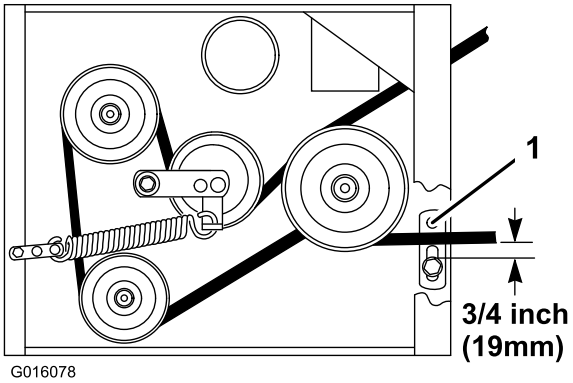

Figura 46
8. Compruebe que la guía de la correa, situada debajo del bastidor del motor, está ajustada correctamente (Figura 46).
Nota: Cuando la correa del cortacésped está engranada, asegúrese de que la distancia entre la guía de la correa y la correa del cortacésped es de 19 mm (Figura 46). Ajuste la guía de la correa del cortacésped si es necesario. La correa no debe rozar ni salirse de la polea si las guías están correctamente ajustadas.